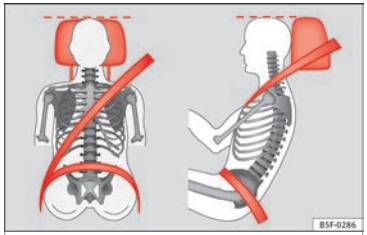

Fig. 85 Apoyacabezas ajustado correctamente visto de frente y lateralmente.
- Ajuste el apoyacabezas de modo que el borde superior quede, en la medida de lo posible, a la altura de la parte superior de la cabeza, como mínimo a la altura de los ojos ››› **fig. 85**.